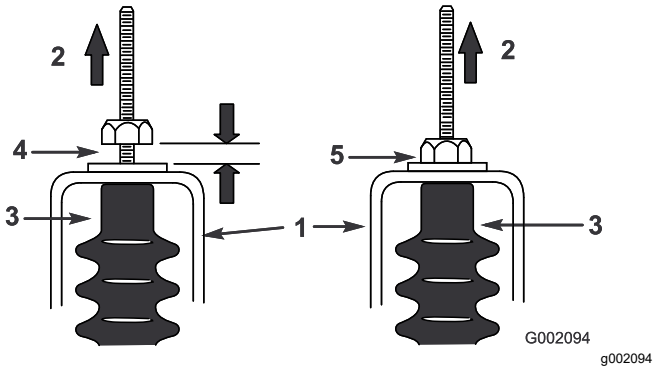

Figuur 65
5. Trek aan beide kabels van het schakelmechanisme en zorg ervoor dat er een ruimte van 0,76 tot 1,52 mm tussen de moer/ring en de beugel van de neutraalstand is (Figuur 65).